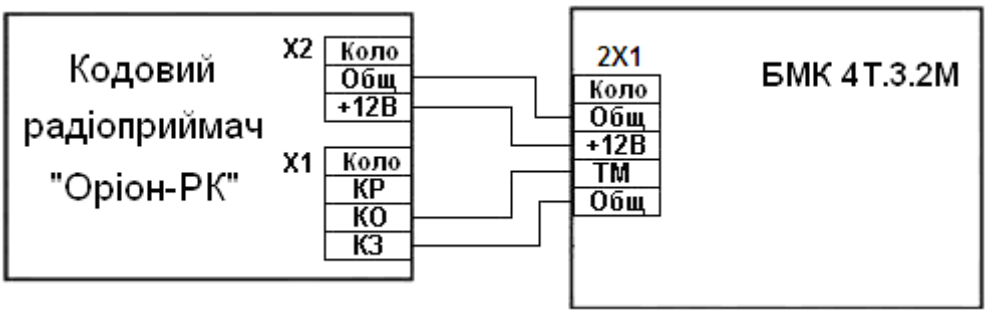

Рисунок 3 - Схема підключення кодового радіоприймача «Оріон-РК»
6.10 При необхідності керування приладом за допомогою радіокомплекту «Оріон-РК» підключити кодовий радіоприймач радіокомплекту до приладу згідно рис. 3 (поставляється по окремому замовленню). В такому випадку приладом не можна буде керувати за допомогою ключів Touch Memory. Керівництво з експлуатації радіокомплектом «Оріон-РК» можливо завантажити з сайту виробника www.tiras.ua у вкладці «завантаження».